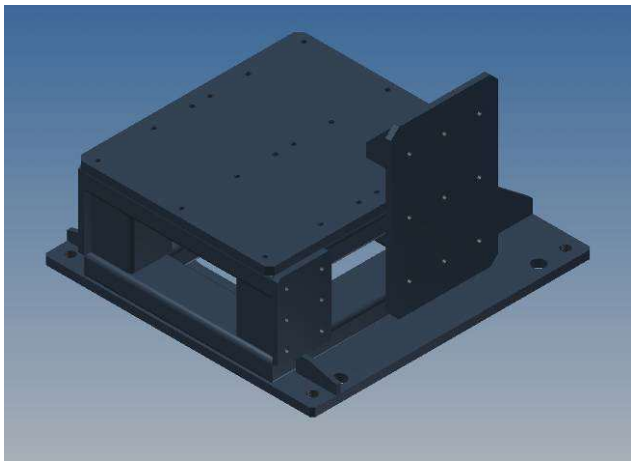

Figura 82: base di fissaggio a terra.
- due basi (una è mostrata in Figura 82) utilizzate per il supporto, la regolazione ed il fissaggio a terra dei due deviatori orizzontali;